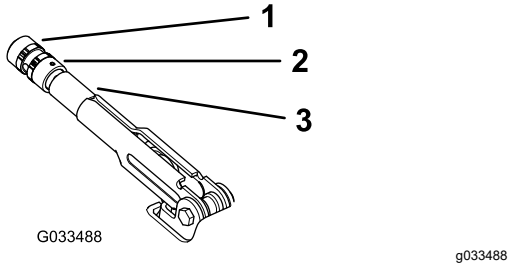

図 60
2. 調整ノブをブレーキレバーに固定している固定ねじをゆるめる図 60。
3. ノブ図 60を回し、20-22 kg程度の力でブレーキを作動させられるように調整する。
4. 調整が終わったら固定ねじを締める図 60。